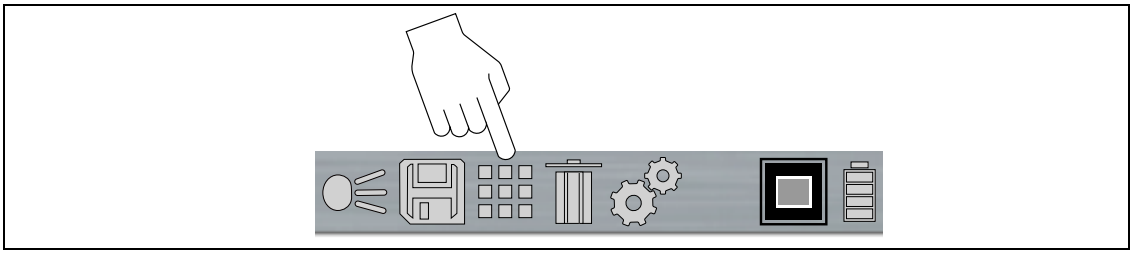

Figura 4-9
1. Para ver as imagens da captura de tela, selecione o ícone da Galeria na barra de ferramentas (Figura 4-9) e pressione o botão **Y**.